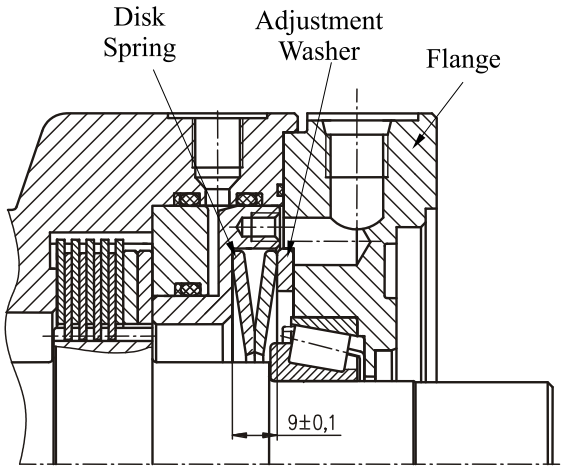

Fig.8
11. Install adjustment washer and disk springs (see Fig. 8).
IMPORTANT! The size of adjustment washer should ensure opening pressure as shown in Table 1 (after mounting of flange the dimension over disk springs should be 9±0,1 mm) (see Fig.8).